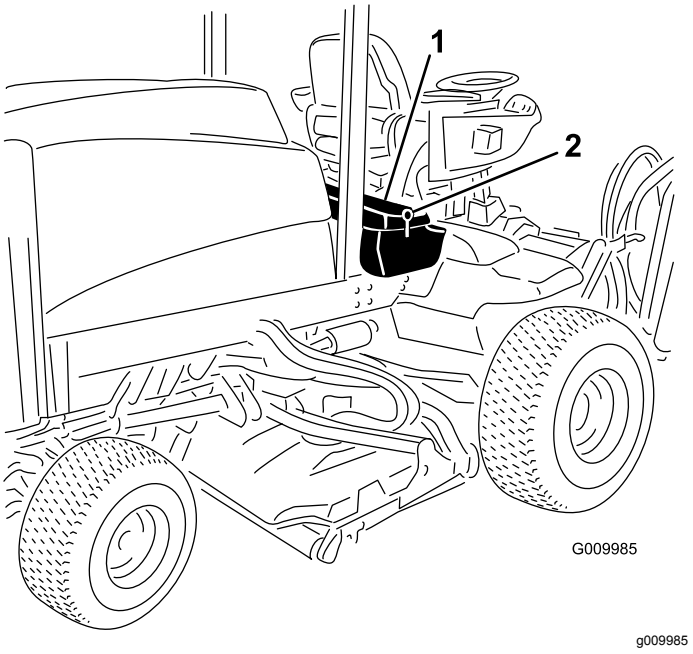

**Figuur 60**
1. Ontgrendel het bedieningspaneel en breng dit omhoog (Figuur 60).